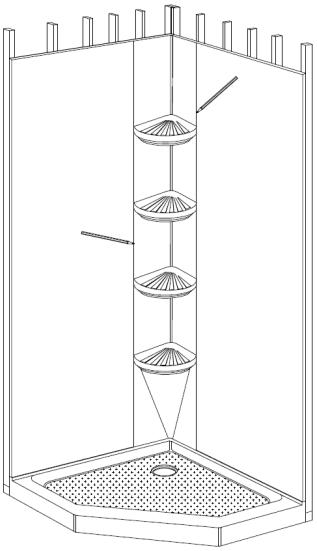

**FIGURE 4**
3. Posez temporairement l'étagère en coin. À l'aide d'un crayon, tracez une ligne repère de chaque côté (Fig. 4).
3. *Temporarily place the corner caddy. With the help of a pencil, trace a reference line on both sides (Fig. 4).*